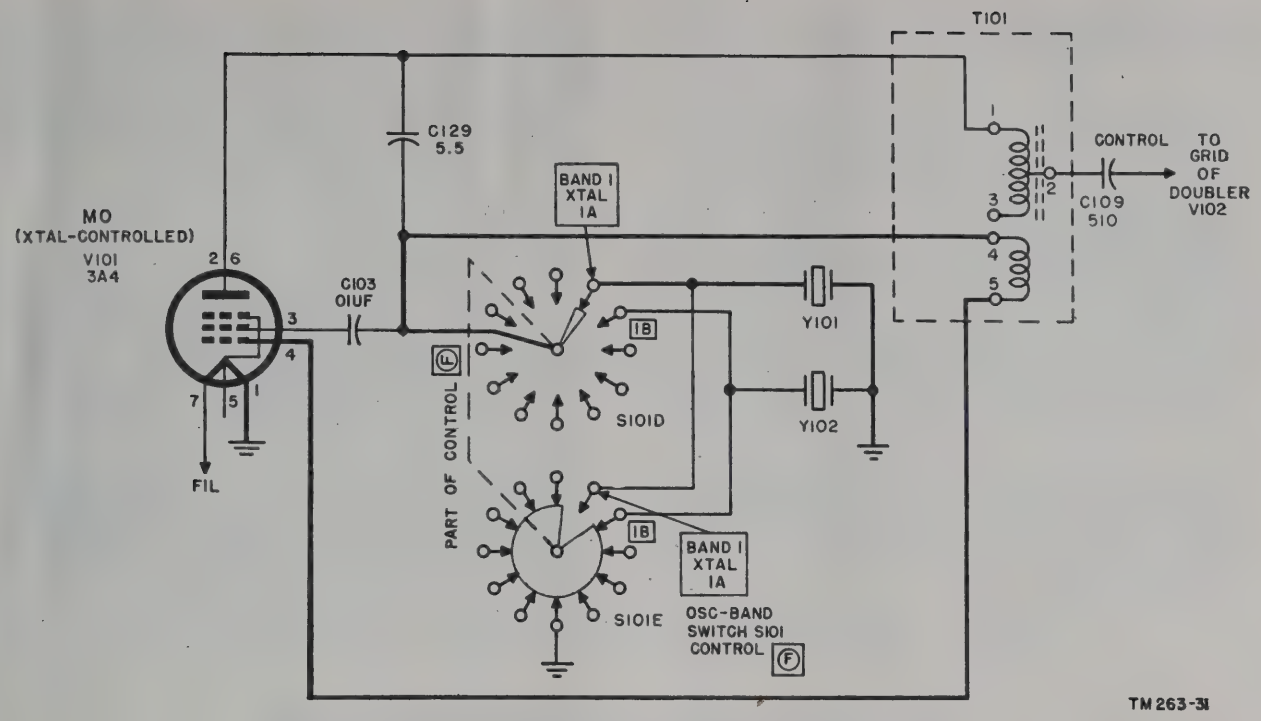

Figure 73. Mo (crystal-controlled), switch sections S101D and S101E.
b. Switch Sections Used With Mo as Crystal-controlled Oscillator. When switch S101, control Ⓕ, is placed at one of the XTAL positions, V101 functions as a crystal oscillator. Sections D and E of S101 perform as follows (fig. 73):
(1) Section D of S101 selects one of six crystals to be used. In this figure, crystal 1A (Y101) is placed in the grid circuit. The circuit functions the same as in the self-excited position except that the crystal circuit is coupled to the screen. Screen grid capacitor C103 is coupled from the screen grid to the crystal and capacitor C129 is coupled from the plate to the crystal by the switch.
(2) Section E of S101 disconnects the ground from the crystal to be used, and connects to ground all unused crystals.